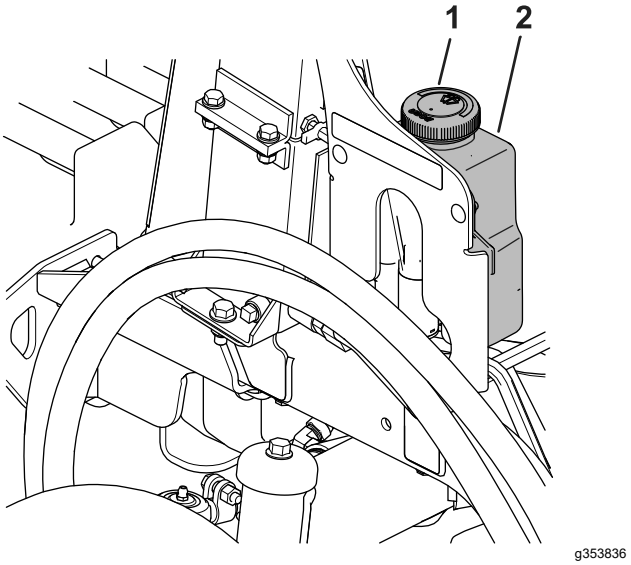

Figura 86
1. Retire el tapón (Figura 86) del depósito.